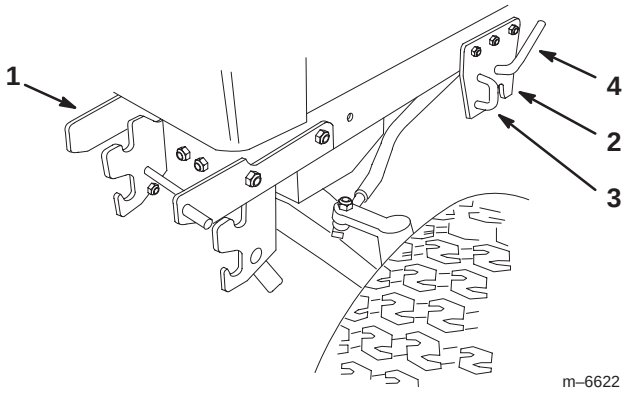

Figure 7
5. Open the mid-mount hitch by pulling out the J–pin and moving the lock handle rearward (Fig. 7).